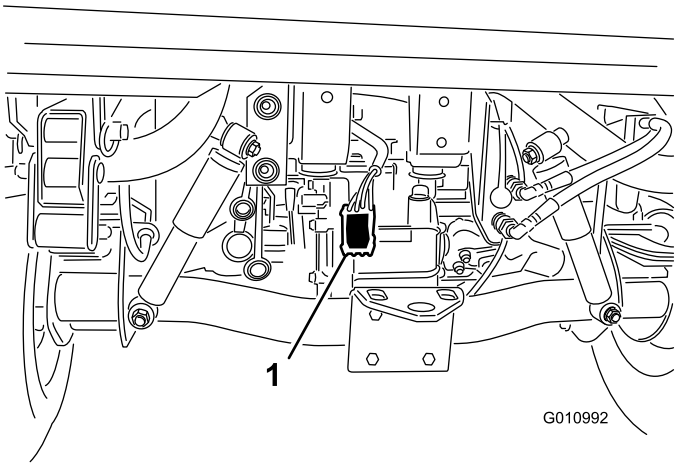

**Figur 7**
4. Før ledningssatsen langs kjøretøyets hovedledningssats til bakdelen av kjøretøyet (Figur 7).